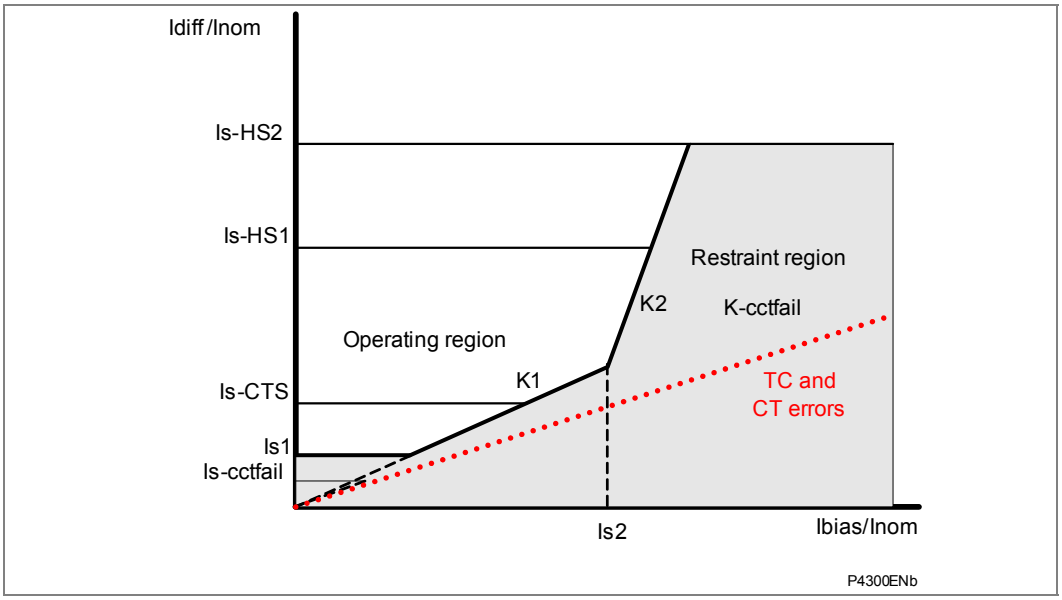

Figure 28 - Tap changer and CT combined errors
As shown in Figure 28, the first slope is flat and depends on the Xform Is1 setting. It ensures sensitivity to internal faults. The second slope, Xform K1, is user settable. K1 ensures sensitivity to internal faults up to full load current. It allows for the 15% mismatch which can occur at the limit of the transformer's tap-changer range and an additional 5% for any CT ratio errors. The K1 slope should be set above the errors due to CT mismatch, load tap changers and steady state magnetizing current. The errors slope, which is the combined tap changer (T/C) and current transformer (CT) error, should always be below the K1 slope to avoid mal operations. It is recommended to set K1 to 30%, as long as the errors slope is below the K1 slope by a suitable margin. The second slope, Xform K2, is also user settable, and it is used for bias currents above the rated current. To ensure stability under heavy through fault conditions, which could lead to increased differential current due to asymmetric saturation of CTs, K2 is set to 80%.